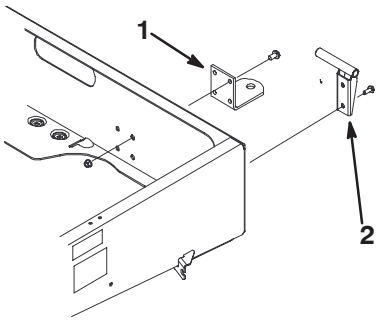

Figura 7
2. Monte el soporte del pivote de la izquierda en la esquina izquierda trasera del bastidor con dos tornillos de arandela prensada (3/8 x 1 pulg.). Coloque el pivote tal y como muestra la Figura 7.